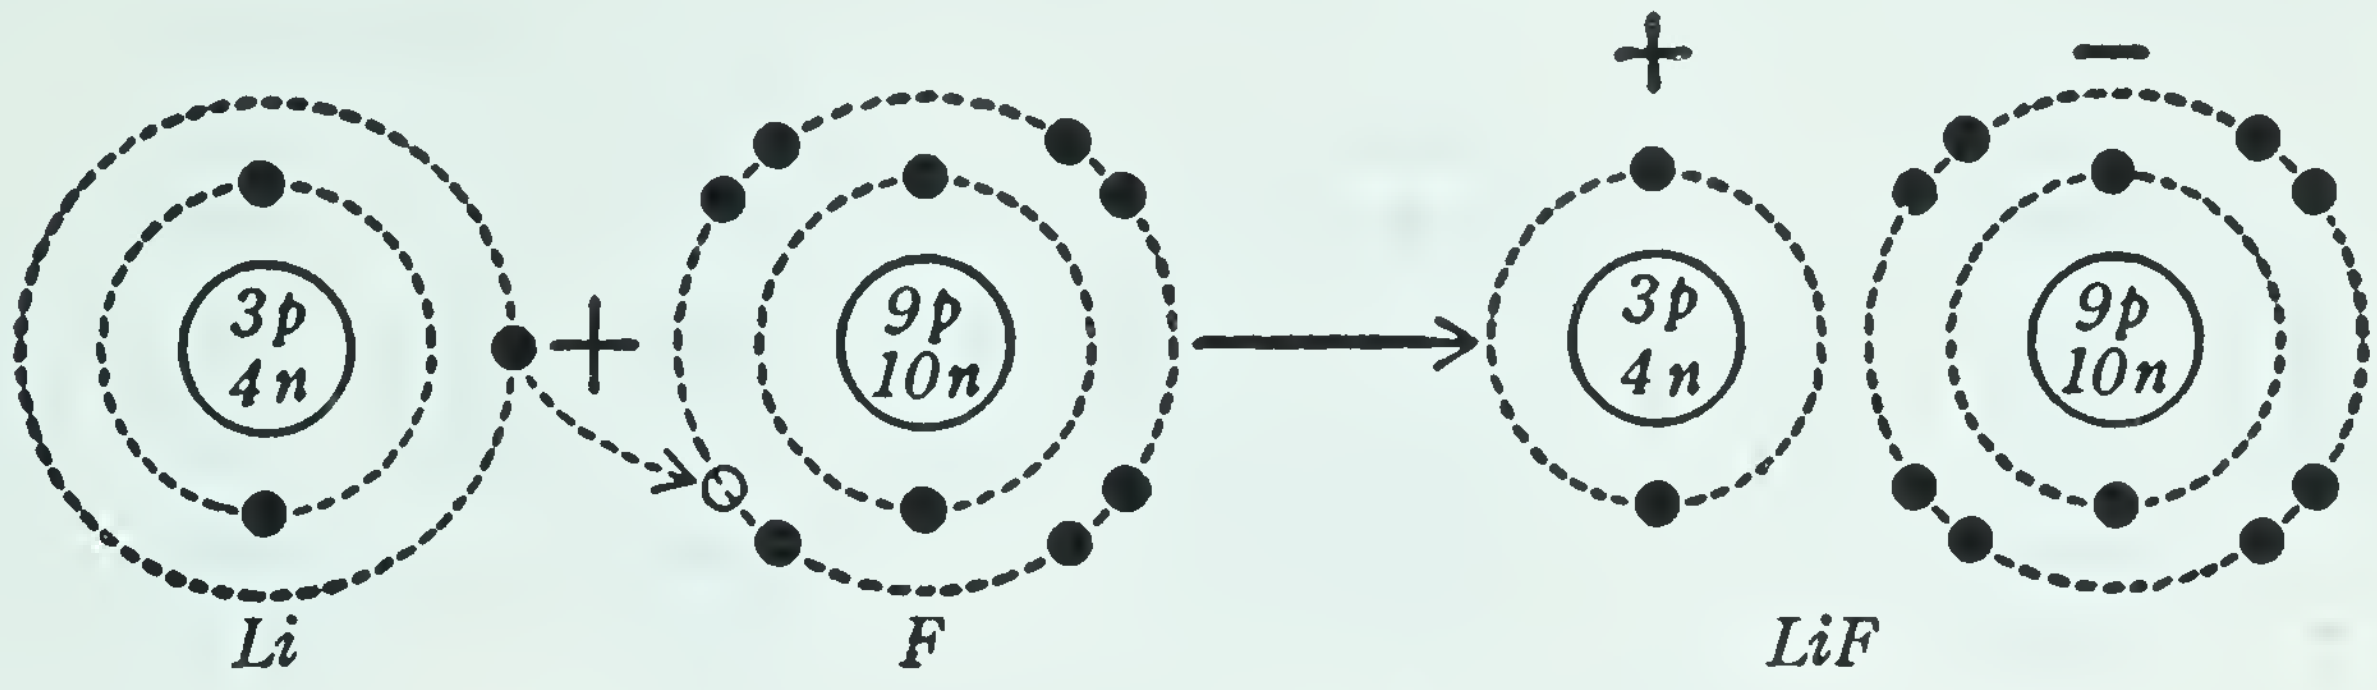

FIG. 142. The reaction Li + F ⟶ LiF
For example, the lithium atom (Fig. 142), with only one electron in its octet orbit, may hand over this lone electron to some other atom whose outer orbit is nearly complete — say, to a fluorine atom, which needs but one more. We may represent this completed reaction by Fig. 142. The lithium atom, having *lost* one electron, now has merely its completed inner orbit of 2 electrons (like helium), but is *positive* (+)
In the equation shown in Fig. 142 the lithium atom (Li) has lost an electron and has been oxidized. The fluorine atom (F) has gained an electron and has been reduced.